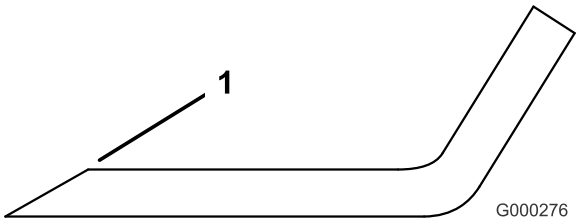

Figure 79
1. Au moyen d'une lime, aiguisez les tranchants aux deux extrémités de la lame (Figure 79) en veillant à conserver l'angle de coupe d'origine. Limez la même quantité de métal sur chacun des deux tranchants pour ne pas déséquilibrer la lame.